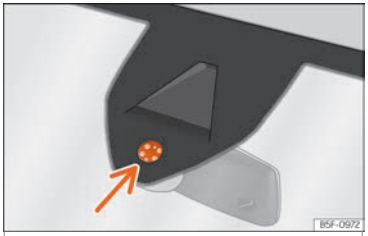

Abb. 120 Sensitive Fläche des Regensensors.
Mögliche Ursachen für Störungen und Fehlinterpretationen *im Bereich der sensitiven Fläche* ››› **Abb. 120** des Regensensors sind u. a.:
- **Sensitive Fläche des Regensensors regelmäßig reinigen und Wischerblätter auf Beschädigungen prüfen ››› Abb. 120 (Pfeil).**